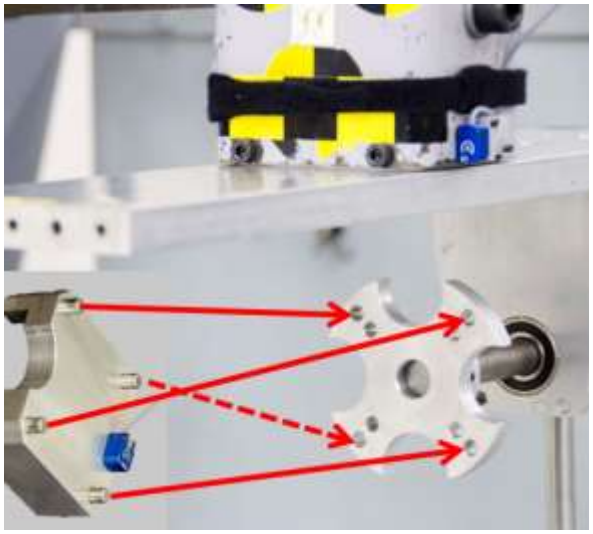
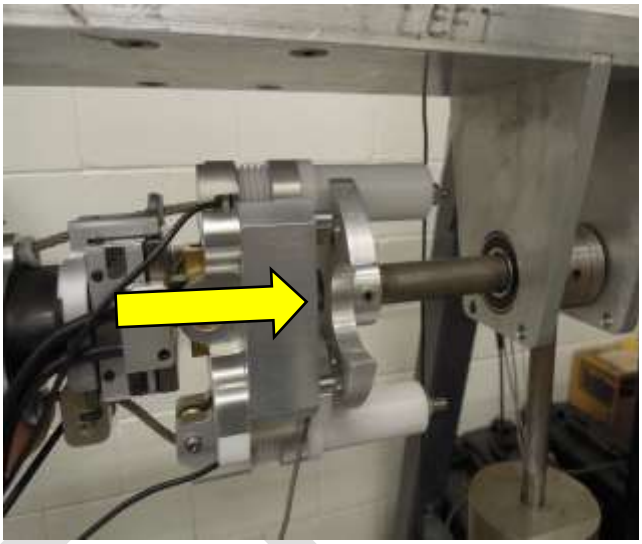

Figure 3-23. Alignment of neck mounting adapter locator pins with neck attachment plate locator holes.
Figure 3-24. Installation of neck assembly into the torsion fixture.
3.7.1.9 While positioning the end plate assembly in Step 3.7.1.8, simultaneously align the neck mounting adapter locator pins into the neck attachment plate (DL472-1151) (Figure 3-23 and Figure 3-24).